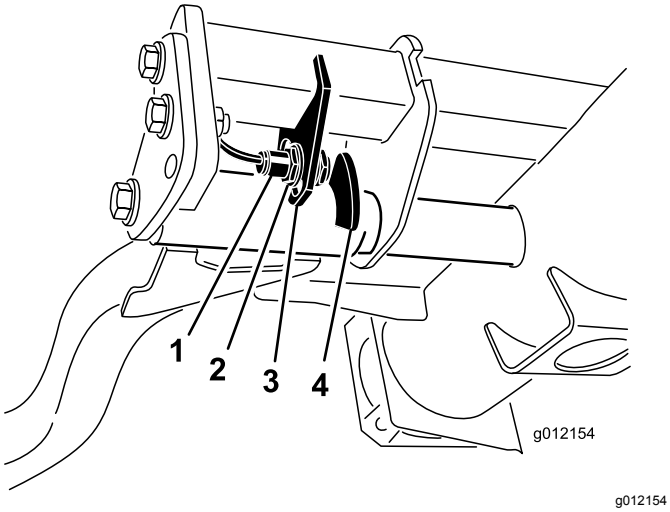

Figur 36
2. Løftearmskontakten er placeret under hydrauliktanken bag løftearmen forrest til højre (Figur 36).
3. Løsn kontaktens monteringsskruer, og flyt kontakten ned for at forøge løftearmens drejehøjde, eller flyt kontakten op for at mindske løftearmens drejehøjde (Figur 36).